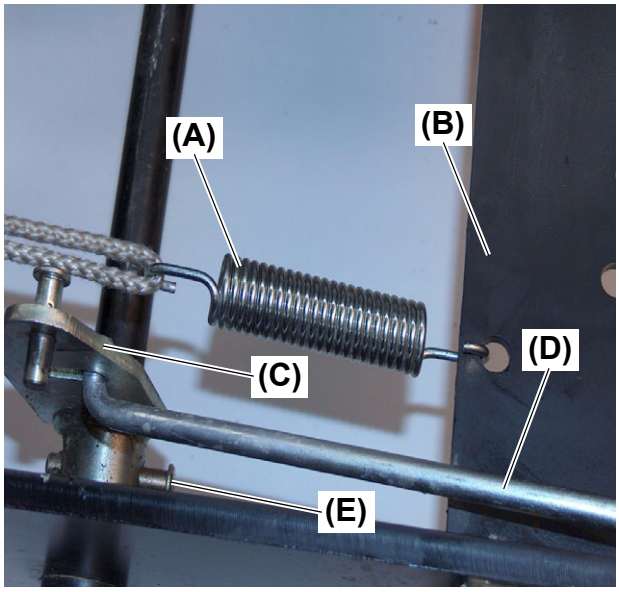

Fig. 2
1. Disconnect the brake return spring **(Fig. 2, (A))** connected to the cross brace of the frame **(Fig. 2, (B))** and the brake arm **(Fig. 2, (C))** using a piece of rope or spring puller for removal.
2. Disconnect the differential lock rod **(Fig. 2, (D))** from the brake arm by removing the snap pin and washer.
5. Remove the snap pin from the clevis pin **(Fig. 2, (E))** that secures the brake arm **(Fig. 2, (C))** to the brake pedal.